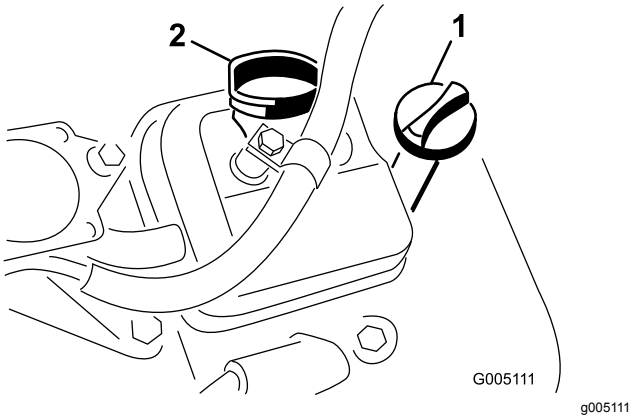

Figura 32
3. Introduzca la varilla en el tubo y enrósquela en el tubo (Figura 32).